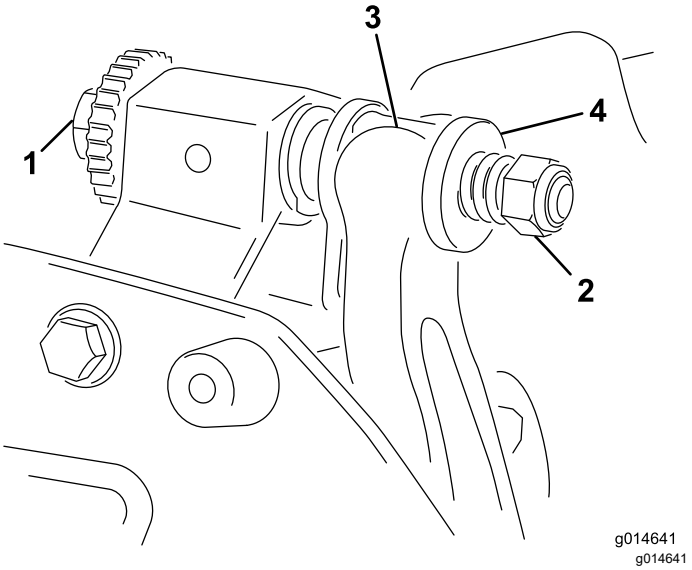

图 20
1. 逆时针旋转底刀架调节螺丝将底刀后撤离开滚刀图 20。
2. 退出弹簧加压螺母直到垫圈不再对底刀架 图 20 施压。
1. 安装底刀架将安装吊耳固定在垫圈与底刀架调节螺丝之间图 20。